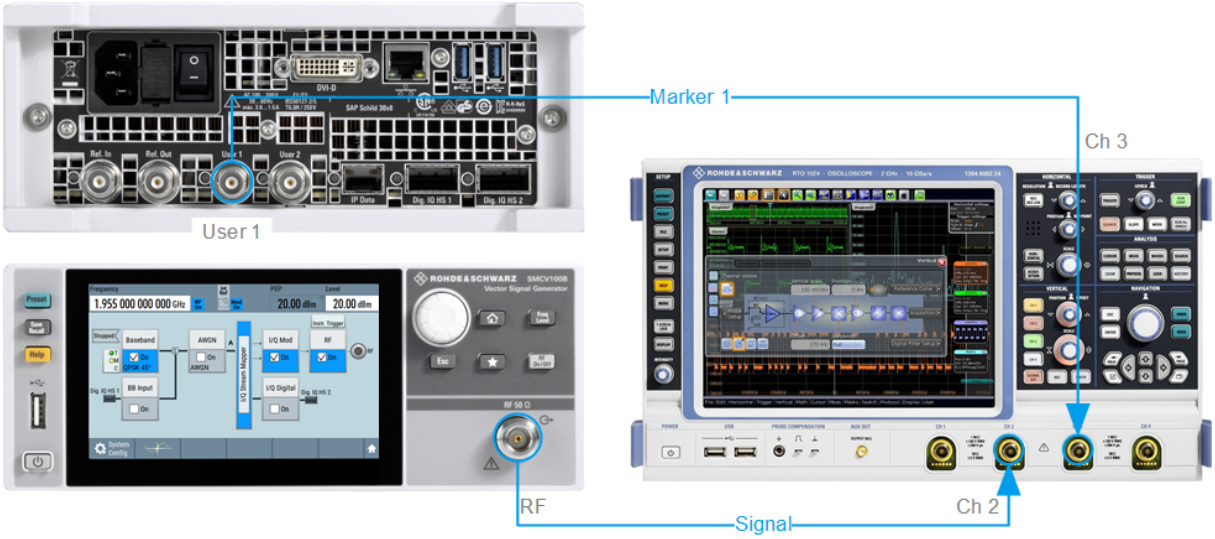

Figure 6-7: Simplified representation of a test setup for signal monitoring*
3. Use a suitable cable to connect the User 1 connector of the R&S SMCV100B to the monitoring instrument, for example an oscilloscope like R&S®RTO. See Figure 6-7.